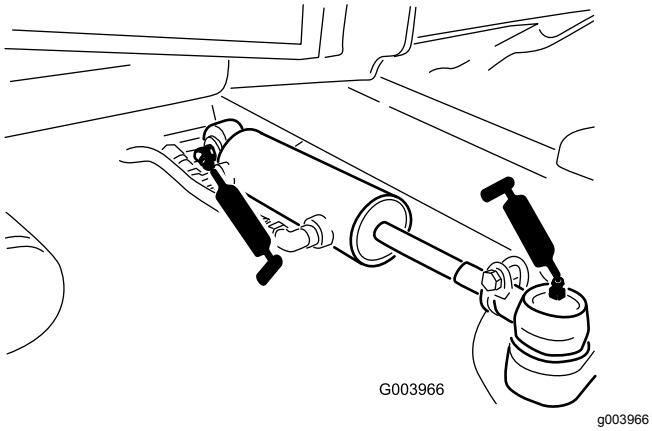

Figur 81
- Styretøjscylinderens kugleled (2) (Figur 81)